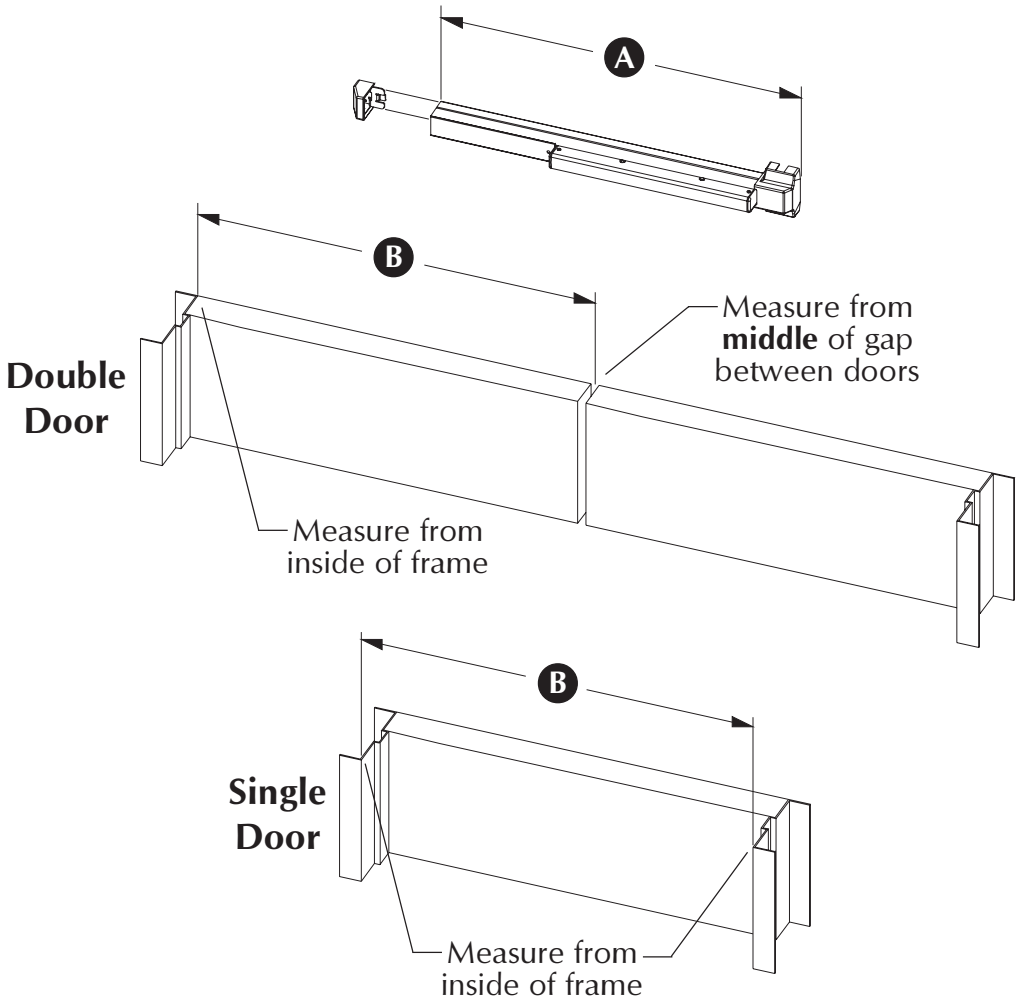

Figure 1-1
1.1. Device length **A** must be at least 3″ shorter than opening **B** (Figure 1-1).